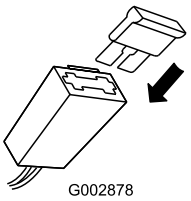

Bild 25
2. Setzen Sie die Sicherung in den Sicherungshalter ein (Bild 25).